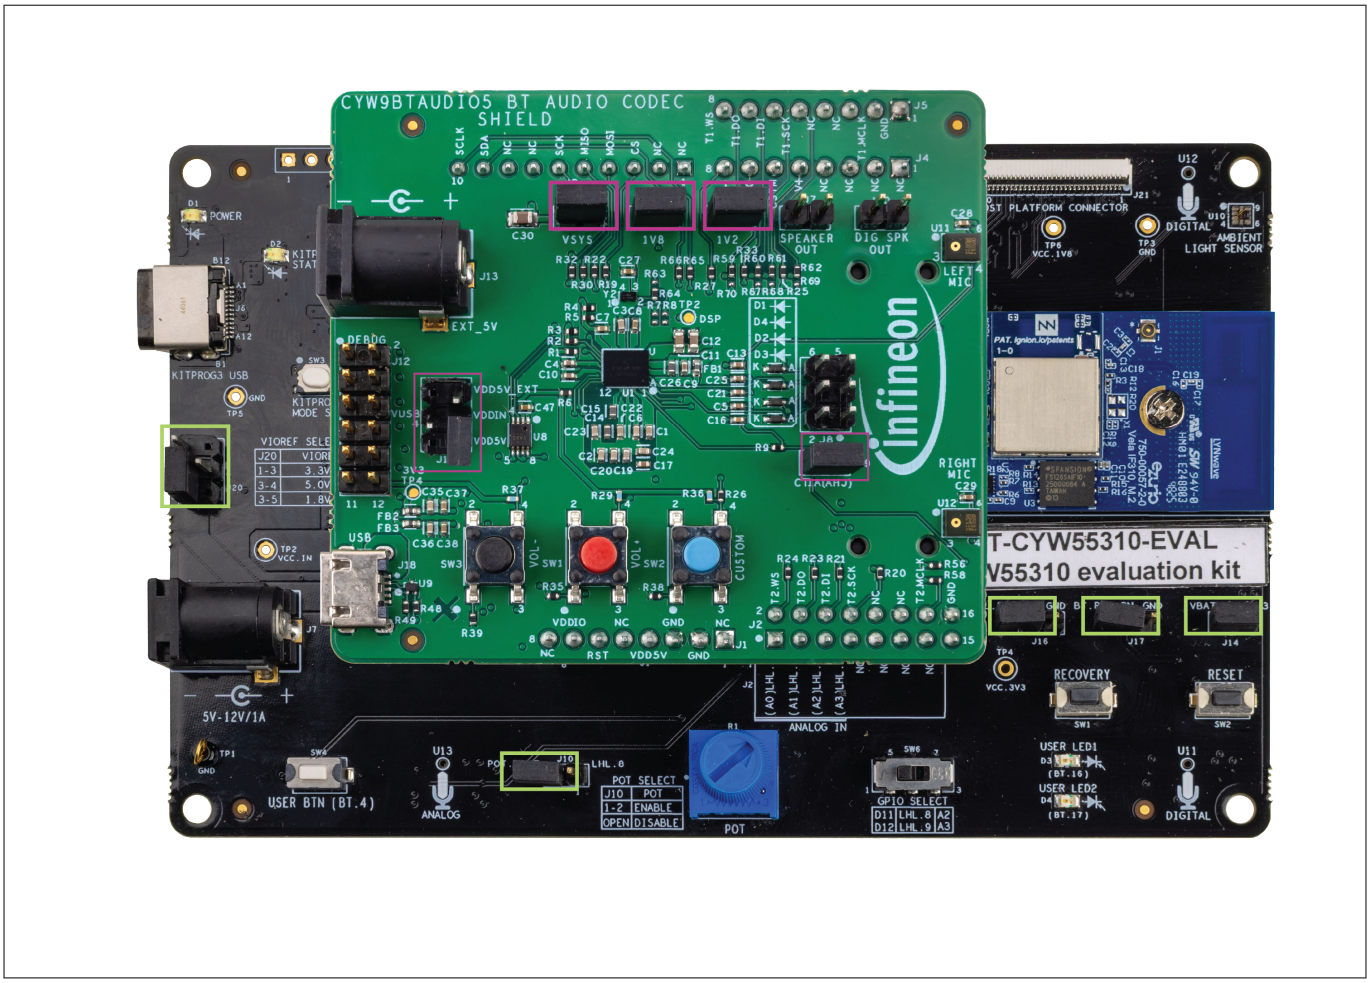

Figure 2 KIT-CYW55310-EVAL default jumper setting
Before connecting the kit to the PC, ensure that all jumpers on the baseboard and audio shield are in their default configuration as specified in Table 2 to Table 11 and shown in Figure 2.
1. Ensure that all the jumpers are set to the default configuration, as illustrated in Figure 2